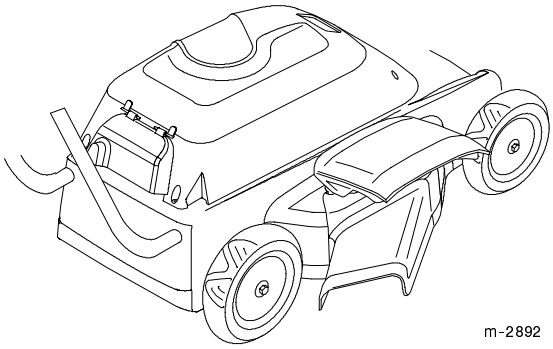

Figure 10
3. Lower the mulch door on top of the side discharge chute (Fig. 10).